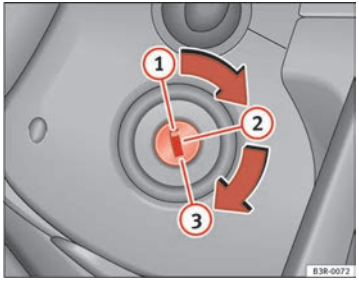

Fig. 139 Ignition key positions
– Turn the ignition key to position (1) ⇒ page 166, fig. 139.